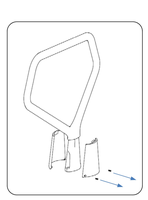

Fig. 2 – remove cover plates
1. Remove cover plates. See Fig. 2. Set aside on non-marring surface. Retain the two screws used to secure the cover plates together.